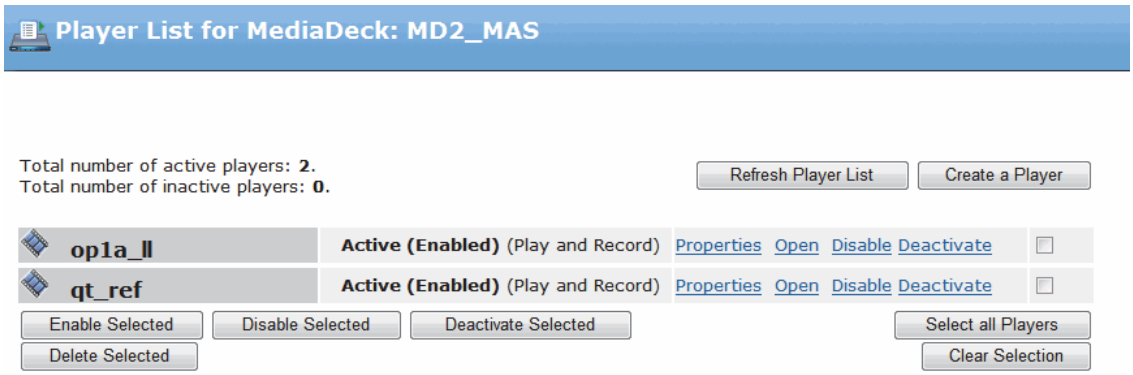

Figure 1–14: Move Players
c. From the **Player List** page, under **Move Players** from another MediaDirector, use the drop-down box to select the host of the original MediaDeck, which has the players you wish to move, and click **Select Players**. A list of those players appears (see *Figure 1–14*).